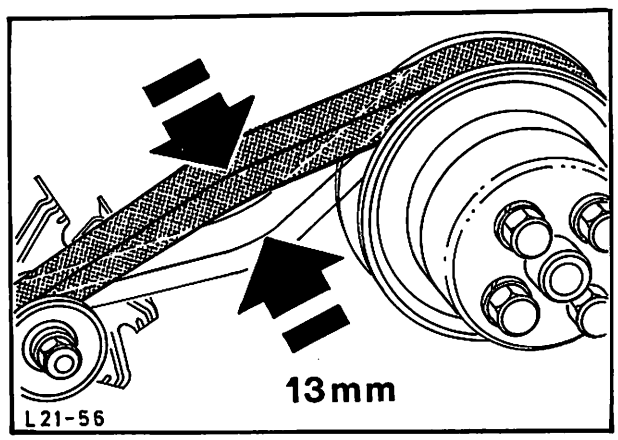

Abb. 286 Keilriemen – Lichtmaschine spannen
4. Schraube, Riemenscheibe-Kurbelwelle und Spezialwerkzeug entfernen. Anschließend Riemenscheibe mit vorgeschriebenem Drehmoment montieren. Keilriemen auflegen und so spannen, daß das Gesamtspiel zwischen Lichtmaschine und Lüfter 13 mm beträgt, Abb. 286.